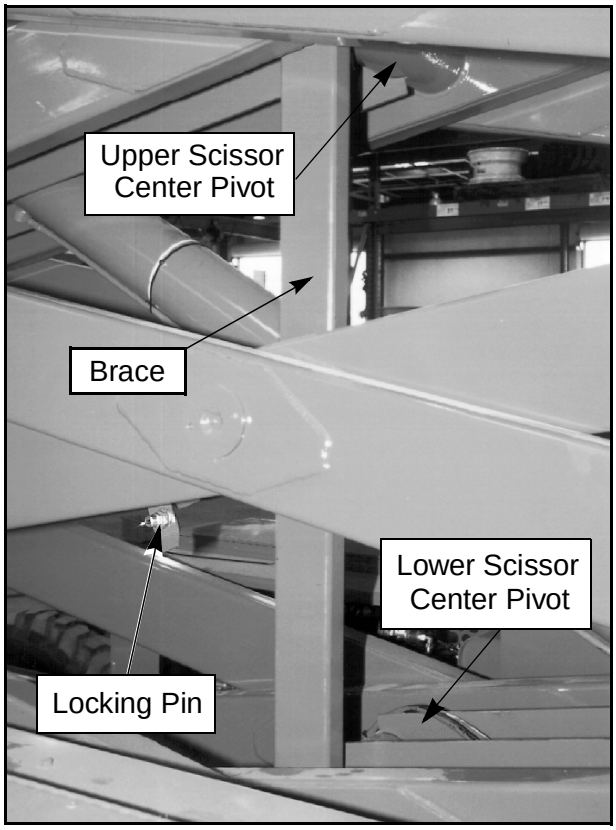

Figure 3-6: Blocking Elevating Assembly
3.5 BLOCKING ELEVATING ASSEMBLY (FIGURE 3-6)